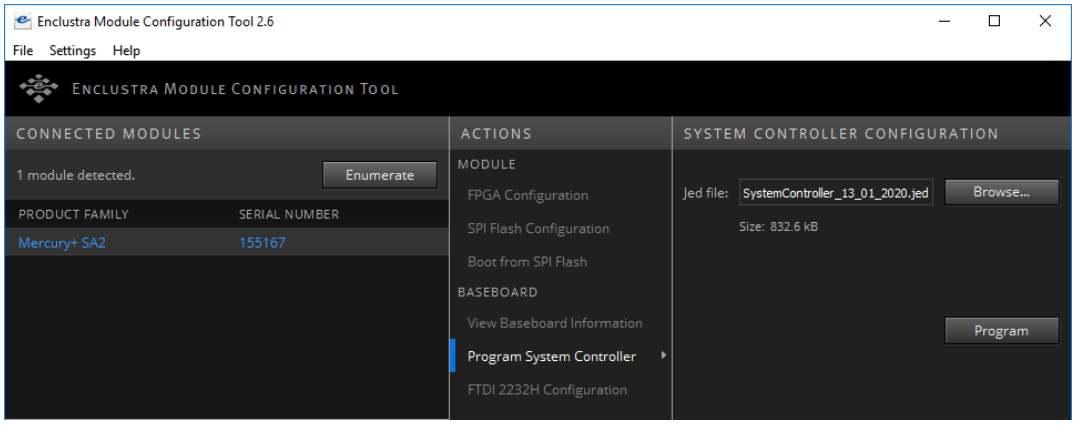

*Figure 5: Upgrade using MCT*
- Select "Program System Controller" as action and enter the JEDEC programming file, as shown in figure 5